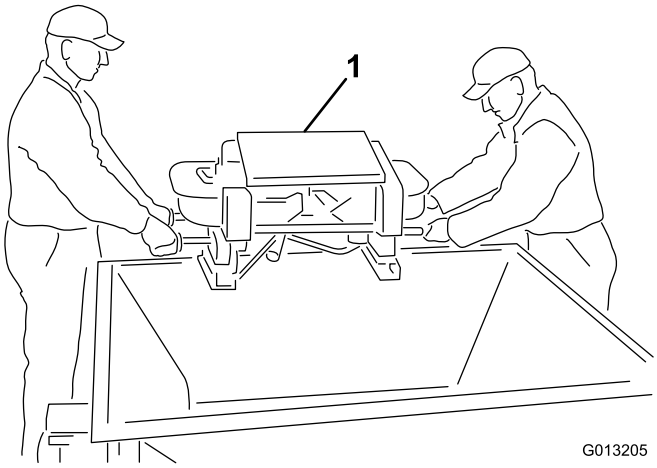

Rysunek 5
4. Krok ten wymaga dwóch osób. Unieś podwójny rozrzutnik z kosza samowyładowczego za pomocą uchwytów zewnętrznych podwójnego rozrzutnika. Umieść zespół podwójnego rozrzutnika na ziemi (Rysunek 5).